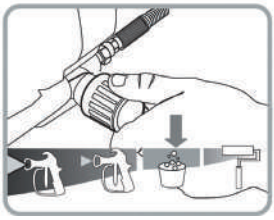

Рис. 16
2. Установите регулятор давления в положение «слив/промывка» (рис. 16).